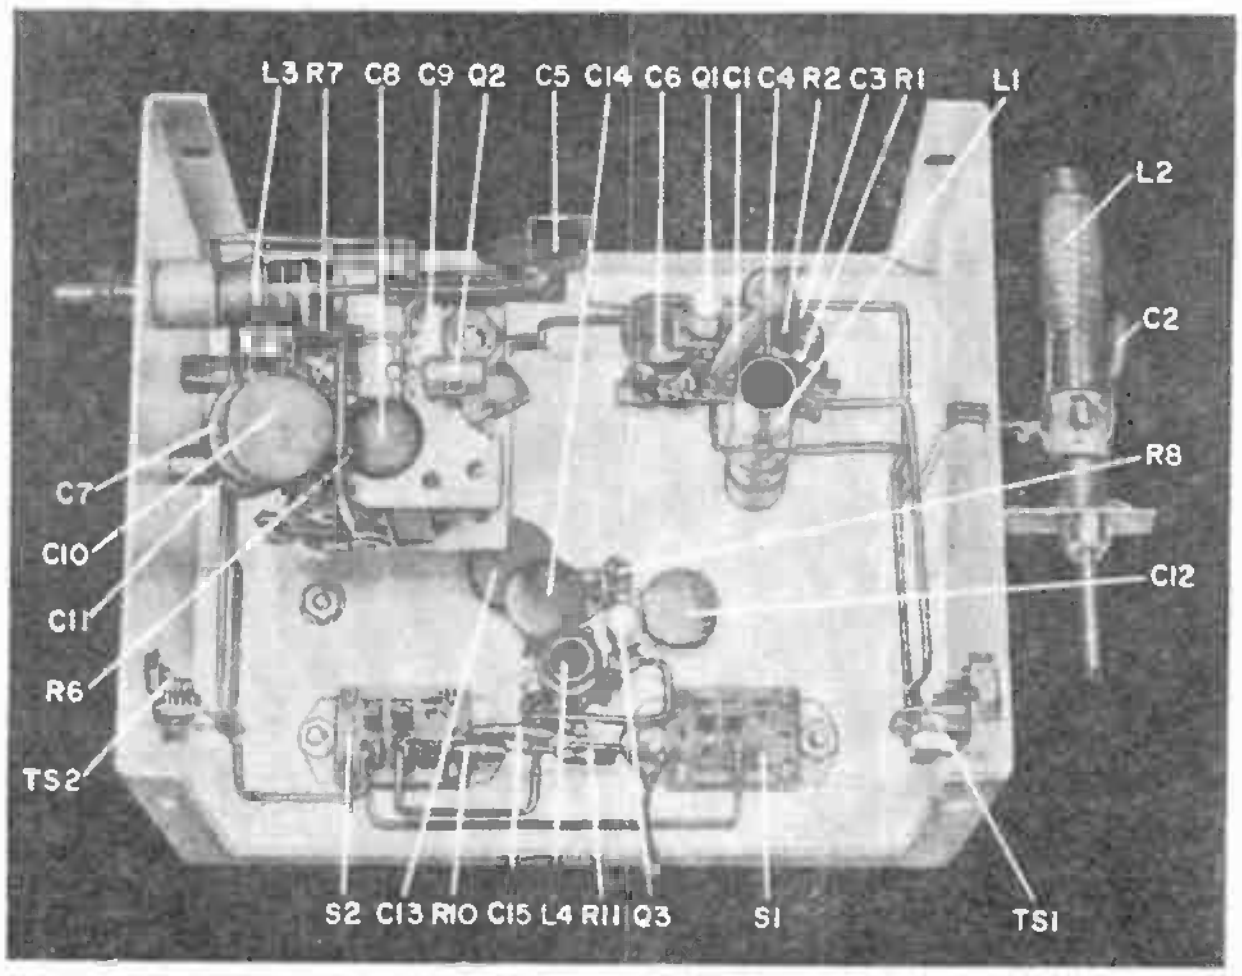

Fig. 3. All components associated with C9 and Q2 should be solidly mounted. For best results, keep leads as short as possible and dress wires neatly.
**Construction.** Prepare a 5" x 4" x 3" metal box as shown in Fig. 2. Follow the layout shown in Fig. 3. Pay particular attention to the mounting of variable capacitor *C9* and the vernier dial. Use ¾"-long metal spacers to position *C9* securely in place.